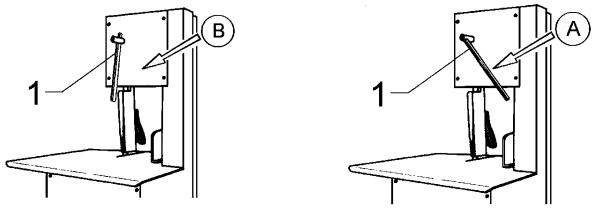

Fig. 7.6.1
7.6.1 - Regolazione del tensionamento (Fig. 7.6.1)
Con la leva nella posizione "A" (Fig. 7.6.1) la lama é tensionata.
- Tensionare la lama ruotando la leva e portandola nella posizione "A" (Fig. 7.6.1).